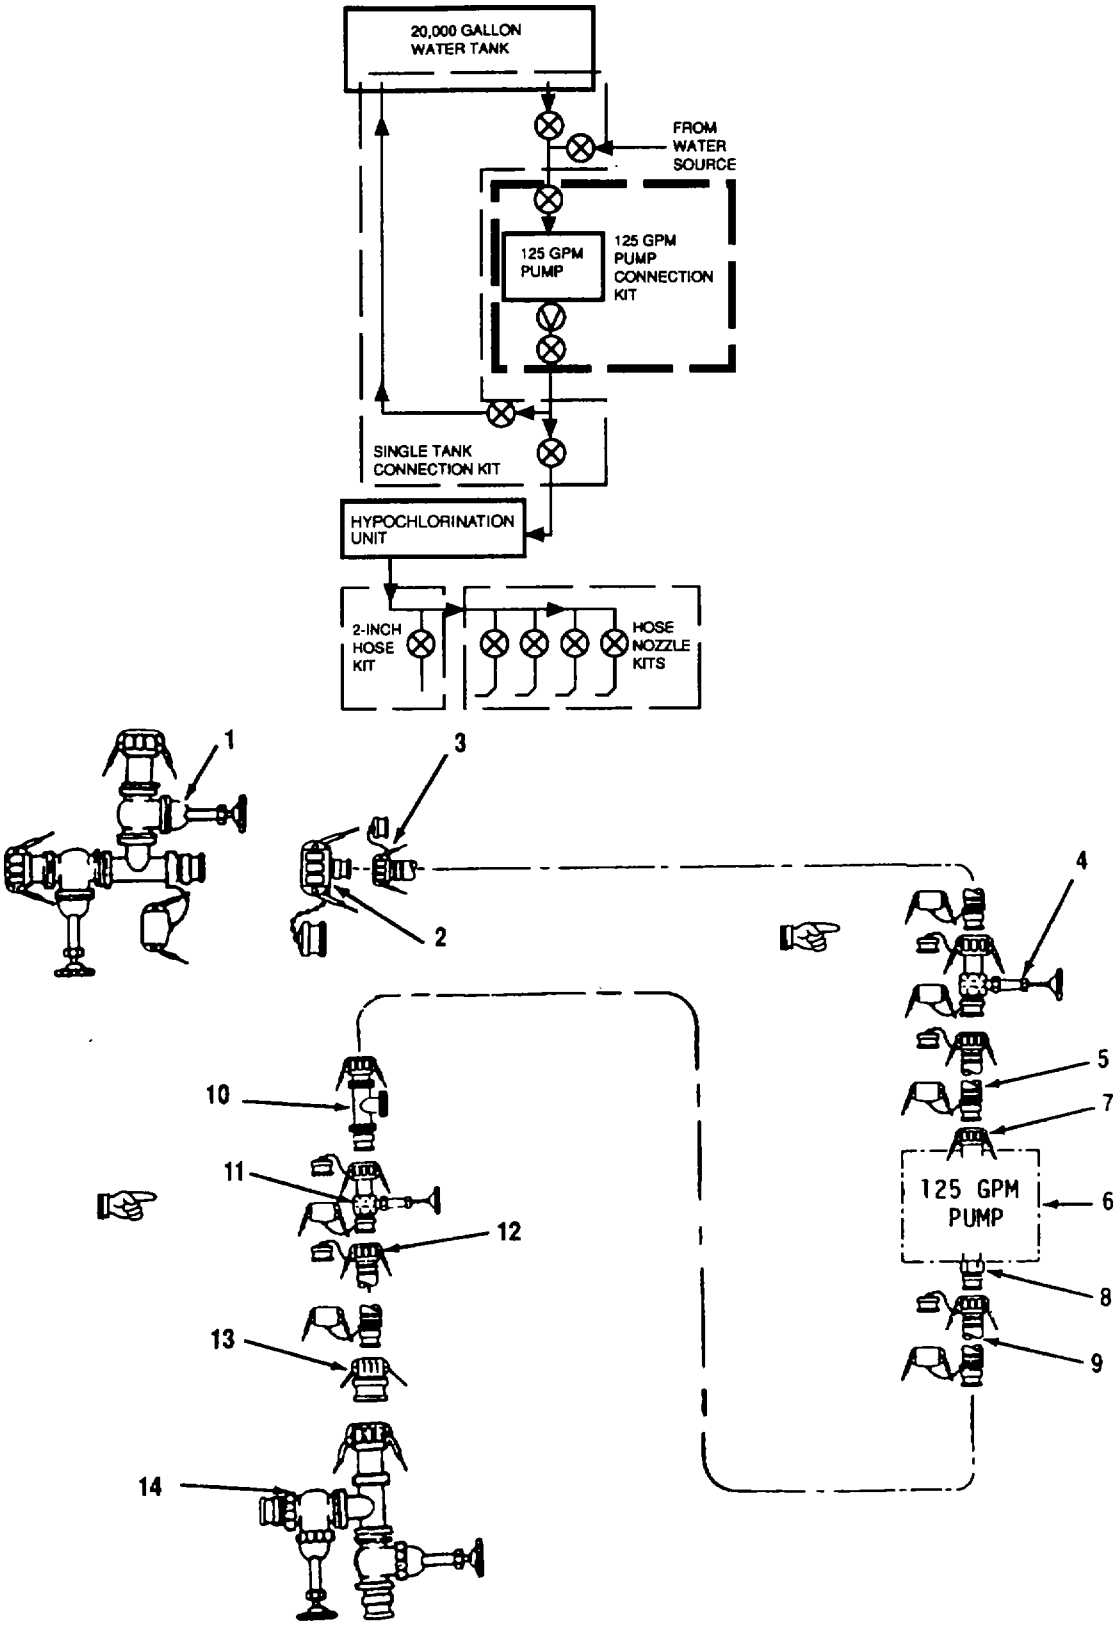

Figure 2-6. 125 GPM Pump Connection Kit Assembly
f. Assemble 125 GPM Pump Assembly Connection Kit (Refer to Figure 2-6).